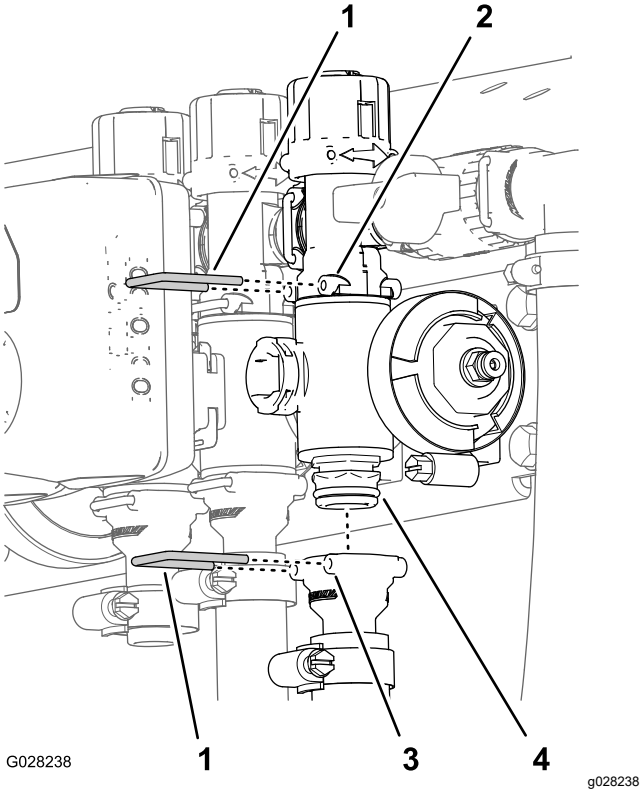

Figuur 74
2. Verwijder de borgclips waarmee de uitgaande fitting is bevestigd aan de verdelerklep van de spuitbomen en de borgclips waarmee de verdeler aan de omloopfitting is bevestigd (Figuur 74).